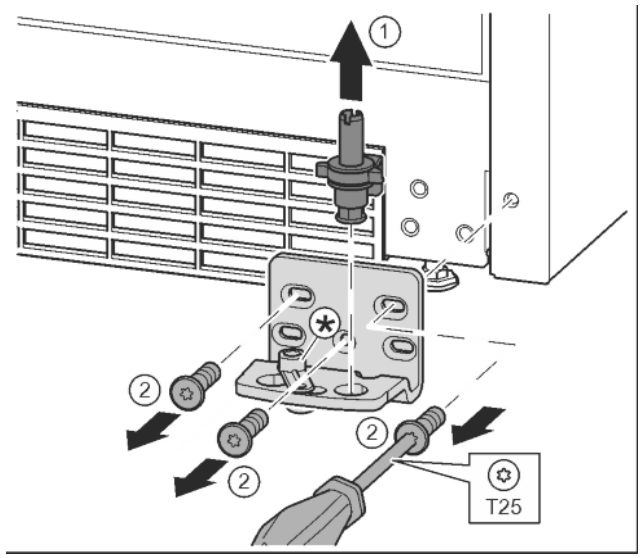

Fig. 13
- ▶ Lift the bearing pin completely upward and remove. *Fig. 13 (1)*
- ▶ Undo the screws with a T25 screwdriver and remove the bearing bracket *Fig. 13 (2)*